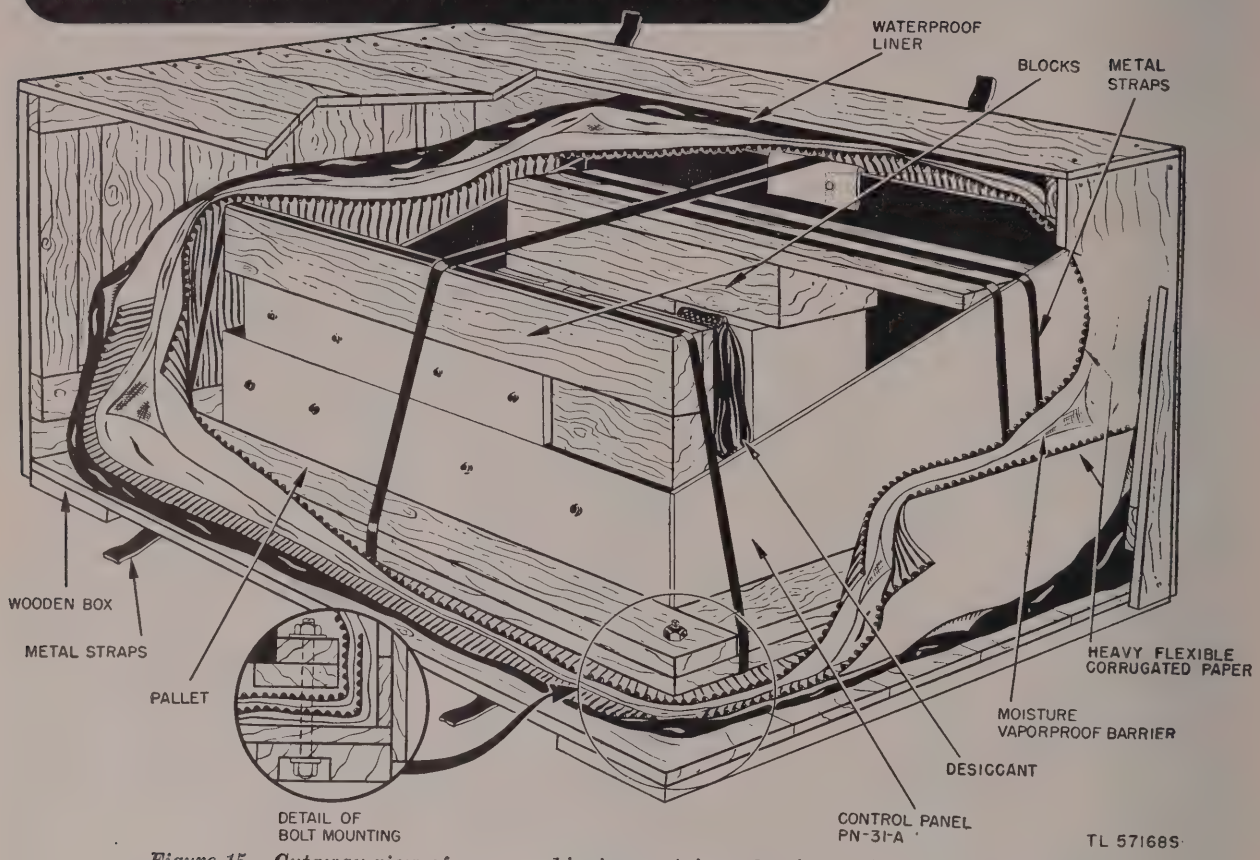
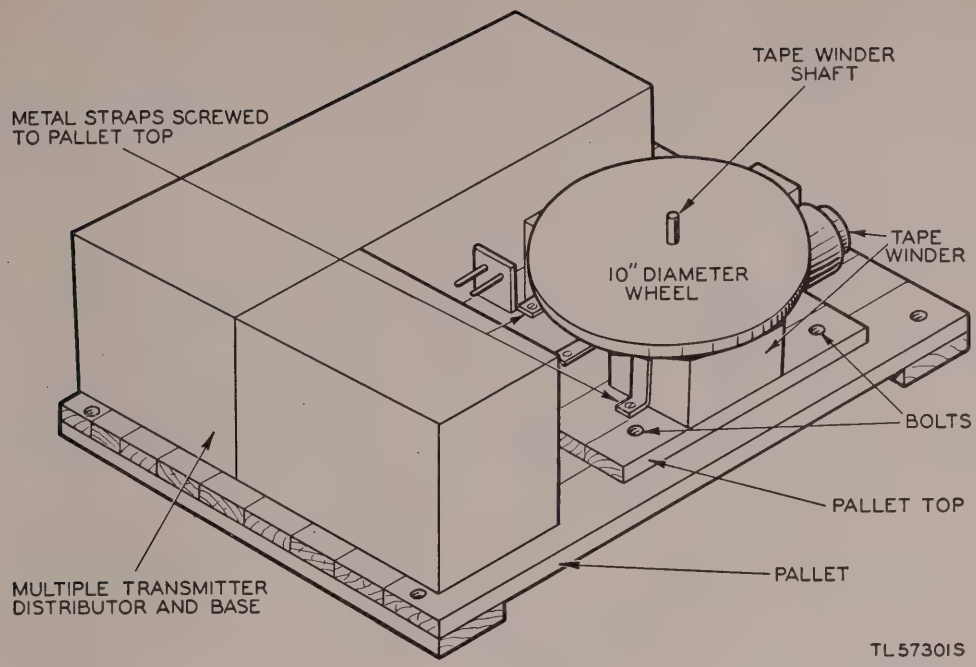
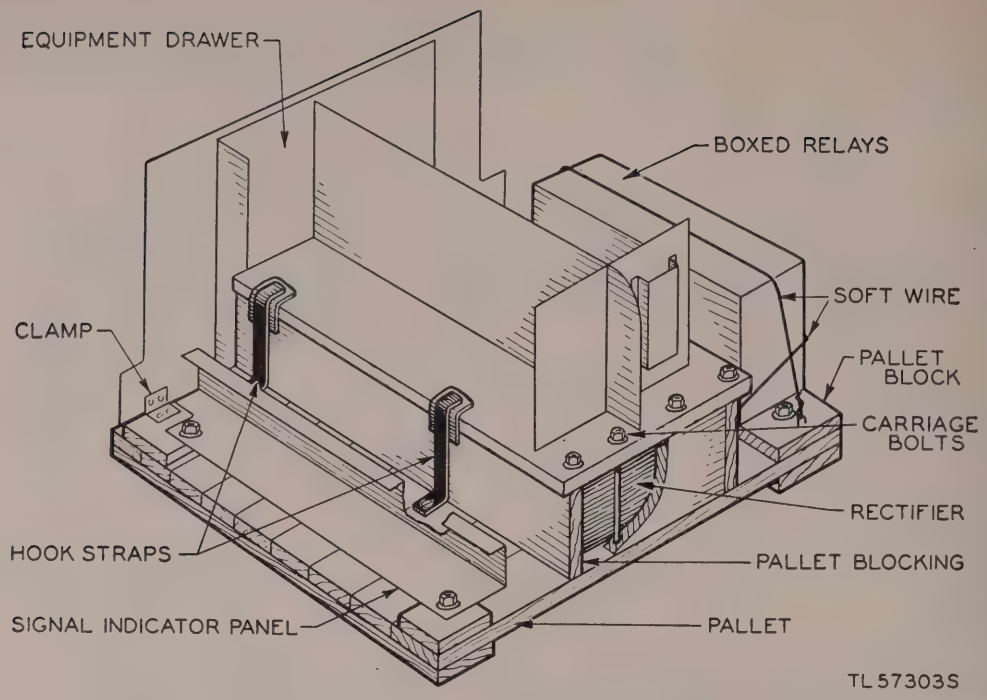

Figure 15. Outaway view of oversea shipping container showing typical packaging details.
Figure 16. Multiple transmitter distributor and tape winder as mounted inside oversea shipping container.
Figure 17. Equipment drawer, rectifier, etc., as arranged for packaging and packing for oversea shipment.
c. Be careful during unpacking not to damage the packaging materials any more than absolutely necessary. Store the inside packaging materials in their respective shipping containers for reuse, with the exception of the bags of desiccant, or dehydrating agent, which will be destroyed. Cut metal straps with a suitable cutting device or twist with pliers until the straps break. Remove nails with a nail puller; prying the nails may damage the equipment. Figure 15 is a cutaway view of a typical oversea shipping container showing many of the details referred to below. Figure 16 shows details of the interior placement of the multiple transmitter distributor and base and tape winder. The equipment drawer, rectifier, signal indicator panel, and boxed relays are shown in figure 17. With an understanding of the packaging method used, each container can be opened quickly and without damage to equipment or injury to personnel. Details of packaging encountered as the containers are unpacked, as well as the placement of items of equipment within each shipping container are described below. Specific instructions are given for opening containers and inner wrappings.
(2) *Multiple transmitter distributor and base and tape winder* (fig. 16).
(3) *Equipment drawer, rectifier, signal indicator panel, etc.* (fig. 17).